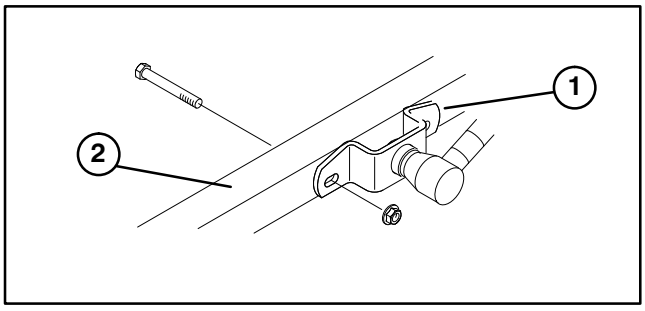

Figure 2
3. Lower cutting unit, remove (4) capscrews and nuts securing lift arm brackets to castor arms (Fig. 2).